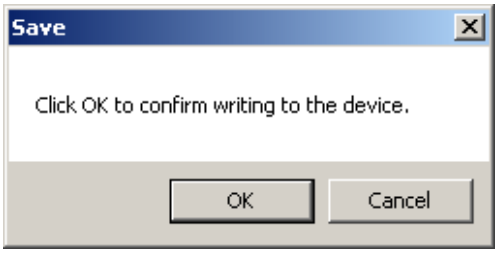

Figure 6-4 Save to Device Confirmation Screen
3. Select **Save**. TapTalk will display a "Save to Device" confirmation screen (Figure 6-4).
3. Select **Save**. TapTalk will display a "Confirm Writing to Device" confirmation screen (Figure 6-4).